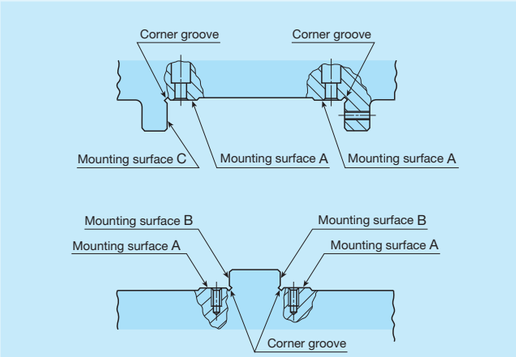

Fig. 27 Mounting surface
❸ Mounting of bed-side way
- While making the way sticking to B surface (refer to Fig. 27) tight, fully tighten the screws to the specified torque.